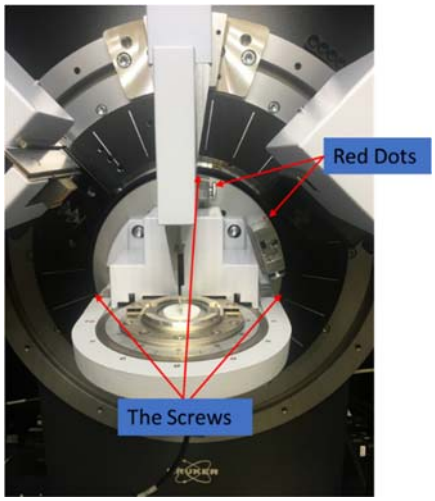

Figure A-1. Picture of the Rotating Sample Stage Screws
The rotating sample stage is a computer-controlled stepper motor (Figure A-1). Angular ranges are 0-168° 2Theta in reflection mode, and -10° to 110° 2Theta in transmission mode. It is typically used to improve particle statistics and for the determination of crystal orientations via Phi scans. The Rotating Sample Stage can be used to determine the underlying structure, phase, and identification of a powder, thin film, or bulk polycrystalline material.
4. Tighten down the three screws located above and below the stage (Figure A-1) by using a T25 allen wrench tool. The longest screw will be located at the top of the attachment.
5. Take out the three screws (Figure A-1).